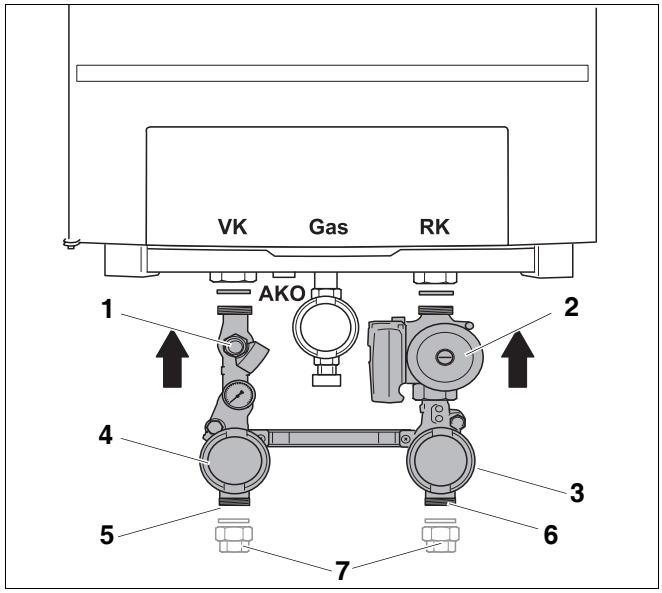

Bild 9 Wartungsarmaturen einbauen
- Wartungsarmaturen, blau und rot (Bild 9, **Pos. 3** und **Pos. 4**), jeweils mit eingelegter flacher Gummidichtung an Anschlüsse RK und VK (Rücklauf und Vorlauf Heizkessel) montieren.
- Vorlaufleitung spannungsfrei an Wartungsarmatur, rot (Bild 9, **Pos. 5**) anschließen. Gegebenenfalls die Anschlussverschraubung (Zubehör, Bild 9, **Pos. 7**) verwenden.
- Rücklaufleitung spannungsfrei an Wartungsarmatur, blau (Bild 9, **Pos. 6**) anschließen. Gegebenenfalls die Anschlussverschraubung (Zubehör, Bild 9, **Pos. 7**) verwenden.
Ein 3 bar-Sicherheitsventil ist in der Anschlussgruppe enthalten (Bild 9, **Pos. 1**). Dieses kann durch ein 4 bar-Sicherheitsventil (Zubehör) ersetzt werden.